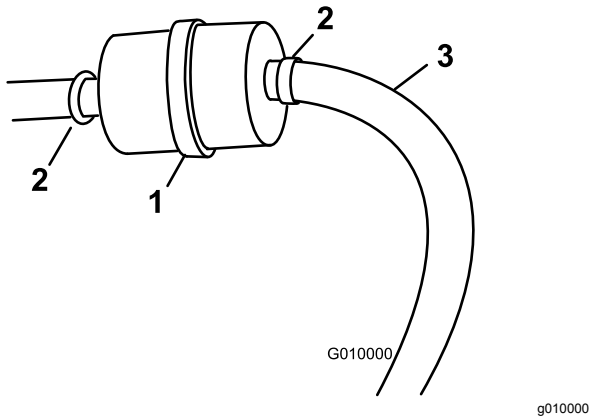

Figur 17
3. Placera en ren behållare under bränslefiltret (Figur 17).